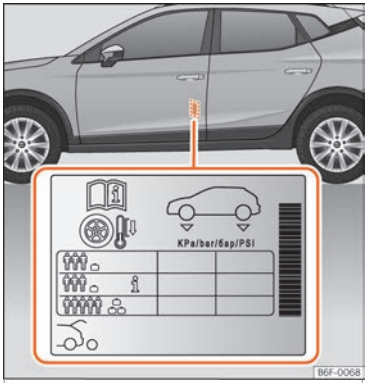

Fig. 206 Localização do autocolante da pressão de ar dos pneus.
- Adapte a pressão dos pneus à carga transportada pelo veículo ››› Fig. 206.
Os valores da pressão de enchimento indicam-se na etiqueta autocolante situada na zona posterior da moldura da porta dianteira esquerda ››› Fig. 206.
Dependendo do veículo, pode adaptar-se a pressão de ar dos pneus para meia carga para aumentar o conforto de condução (pressão de ar dos pneus **i** ››› Fig. 206). Quando se circula com a pressão de ar de conforto, o consumo de combustível pode aumentar ligeiramente.
A pressão dos pneus tem de ser ajustada à carga momentânea do veículo. Se pretender utilizar o veículo com a carga máxima, terá de aumentar a pressão dos pneus para o valor máximo indicado na etiqueta ››› Fig. 206.
No caso de uma roda de emergência mais estreita (125/70 R16 o 125/70 R18), encher a 4,2 bar de pressão segundo indicado na etiqueta de pressão dos pneus ››› Fig. 206.
- **O condutor é responsável por garantir que todos os pneus do veículo estejam cheios com a pressão correta. A pressão de ar recomendada está indicada num autocolante ››› Fig. 206.**
- **Com os pneus a frio, deve manter-se sempre a pressão indicada no autocolante ››› Fig. 206.**